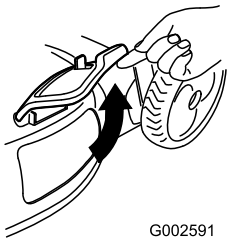

Figura 28
2. Alzate lo sportello di scarico laterale per aprirlo (Figura 28).